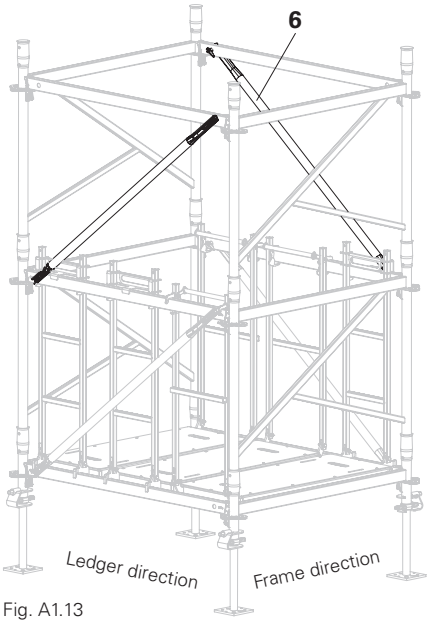

Fig. A1.13
4. Fit ledger brace (6). (Fig. A1.13)